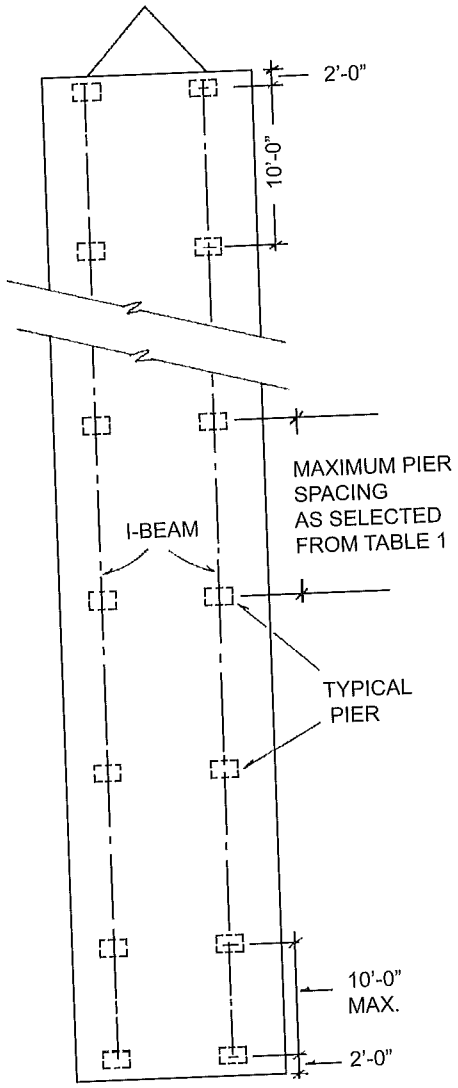

FIG. 5-2
5. Place the remaining pier supports under the main I-beam on each side taking care to maintain a maximum distance of no more than the spacing determined from Tables 1 or 2 with piers located with 2"-0" of each end of each I-beam. (See Fig. 5-2)